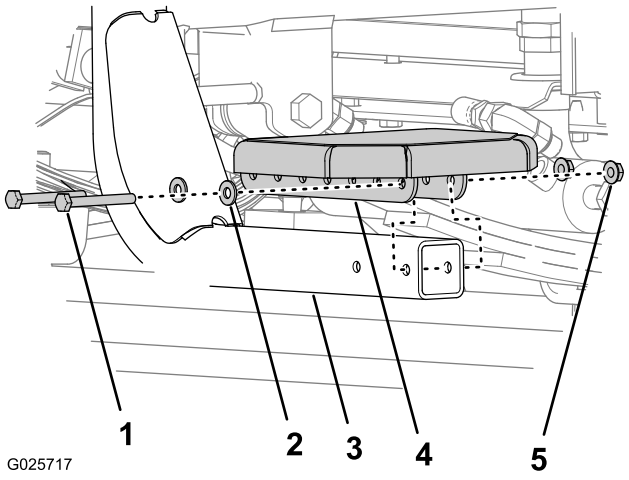

Figur 3
1. Ret de to huller i trinnet ind efter to af hullerne i enden af trinbeslaget (Figur 3).
2. Fastgør trinnet til trinbeslaget med to sekskantbolte (1/4 x 2-1/4 tommer), to flangemøtrikker og to spændeskiver (Figur 3).